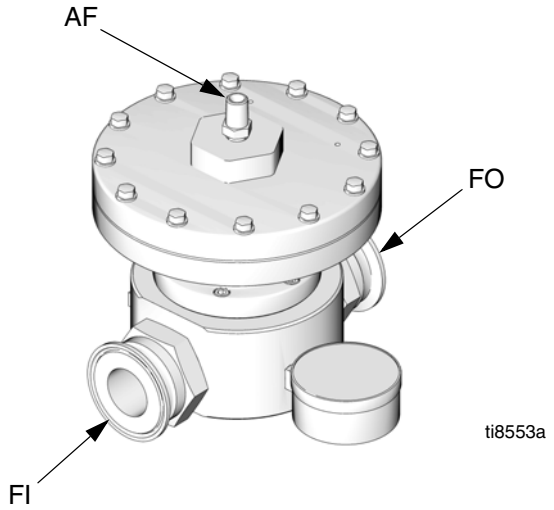

FIG. 15. Back Pressure Regulator
See FIG. 1 on page 9, and FIG. 15. Install the back pressure regulator (U) in the fluid return line in the hazardous area. Three sizes of fluid inlets and outlets (FI, FO) are available. See TABLE 7.